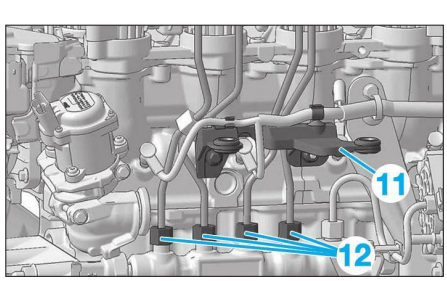

**Fig. 44**
• Déposer le support de boîte à air (11) **(Fig.44)**.
• Desserrer les raccords (12).